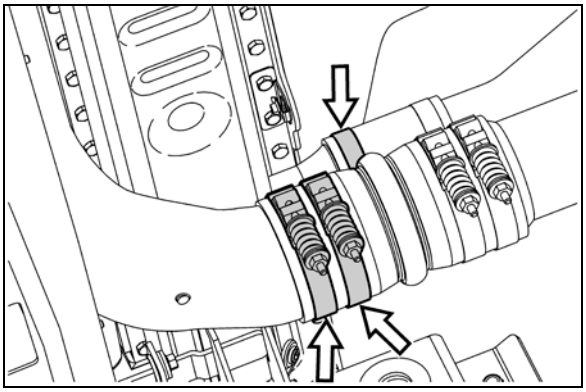

**FIGURE 26: REAR COOLANT & CHARGE AIR PIPES**
11. Remove rear coolant and charge air hose clamps then break hoses loose (Figure 26).